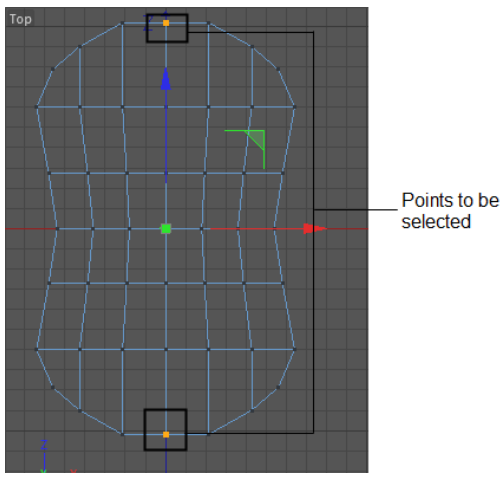

Figure 3-22 *The top and bottom center points of Computer mouse selected*
14. Press and hold the 9 key and select the top and bottom center points of *Computer mouse* using the SHIFT key, as shown in Figure 3-22.